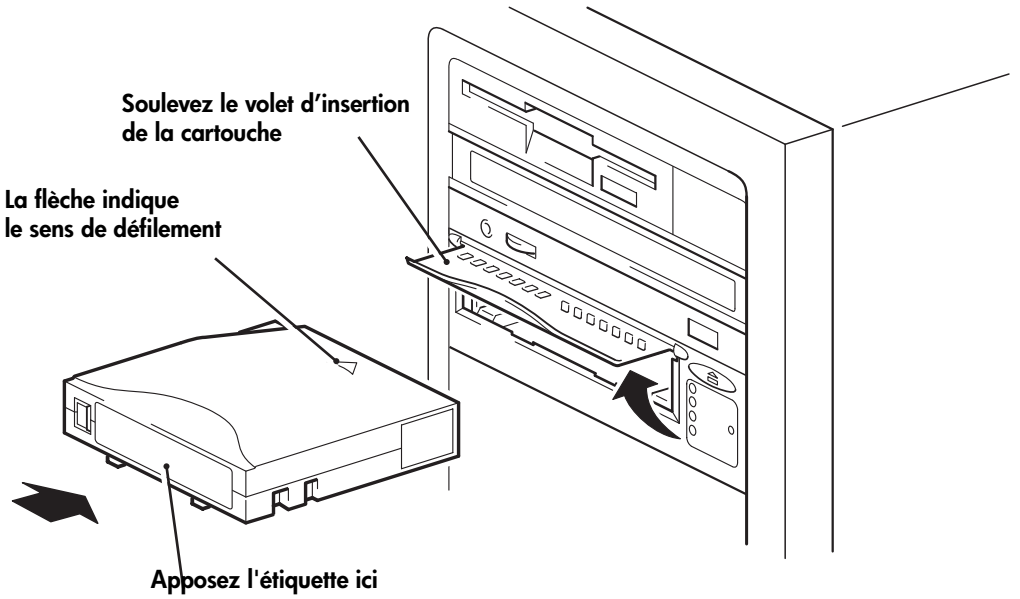

Figure 9a : Chargement d'une cartouche
1. Soulevez le volet d'insertion de la cartouche et insérez la cartouche dans le logement situé à l'avant du lecteur en veillant à ce que la flèche blanche soit dirigée vers le haut et face à l'ouverture du lecteur. Appuyez doucement sur la cartouche jusqu'à ce qu'elle soit happée et chargée par le lecteur (voir Figure 9a).